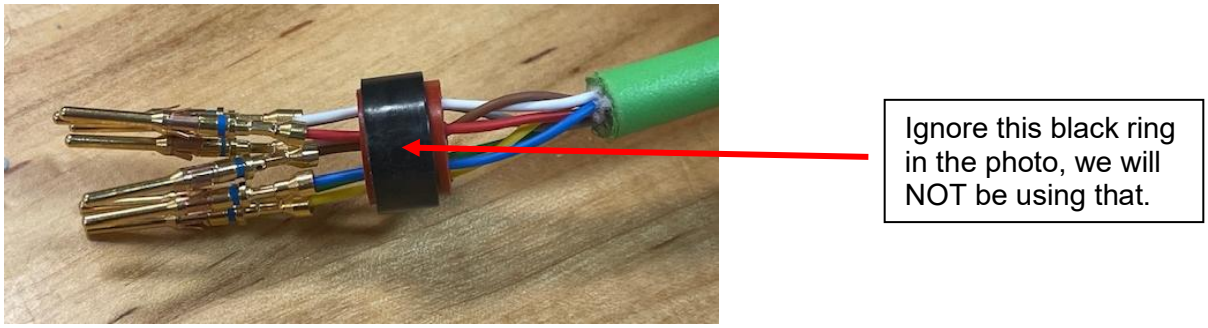

Figure 8 (black ring around orange grommet should not be present)
19. Complete insertion of all pins completely thru the grommet until around 0.75-1 inch of wire comes through (ref Figure 8)